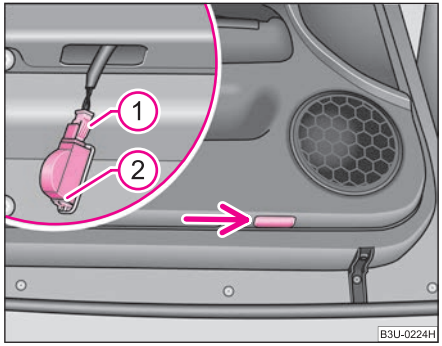

Fig. 210 Inner part of the door: Entry light
– Insert a small screwdriver into the slot next to the light ⇒ fig. 210 and carefully lever out the light.
– Unplug plug (1).
– Push away the spring clip on the cover (2) and remove the cover.